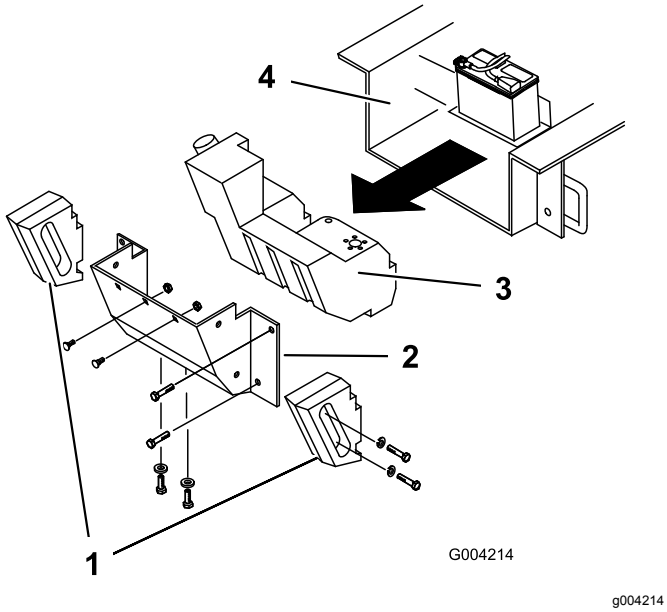

Figur 65
Använd en ficklampa, öppna motorhuven och kontrollera området under motorn regelbundet. Om smutsen är 2,5 till 5 cm djup ska du genomföra följande åtgärd (se Figur 65 under hela detta förfarande):
5. Ta bort bultarna, brickorna och låsbrickorna som håller fast de båda sidovikterna, och ta sedan bort vikterna (Figur 65).
8. Ta bort de sex muttrar och bultar som håller fast bakpanelen, och ta sedan bort panelen (Figur 65).
10. Skjut bränsletanken bakåt (Figur 65).
17. Skjut in bränsletanken en bit i chassit (Figur 65).
23. Sätt tillbaka bakpanelen och fäst med de sex bultarna och muttrarna som du tog bort tidigare (Figur 65).
25. Sätt dit sidovikterna med de bultar, brickor och låsbrickor som du tog bort tidigare (Figur 65).